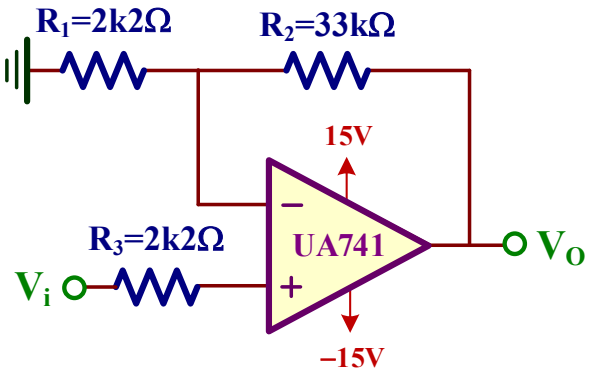

Figura IV.1. *Amplificador no-inversor.*
El objetivo de la práctica consiste en extraer parámetros y características experimentales del amplificador no-inversor basado en el UA741 mostrado en la figura IV.1.
Para realizar el montaje del circuito de la figura IV.1, en la figura IV.3 se indican gráficamente los diferentes pasos a seguir. El punto de partida es determinar los terminales del OA uA741 (figura IV.3.a). Esos terminales hay que conectarlos con los componentes del amplificador (figura IV.3.b) muy útil para finalmente realizar el montaje de ese circuito en el *breadboard* tal como se muestra en la figura IV.3.c. Es importante colocar correctamente el OA (determinar el punto de su encapsulado) y no hay que olvidar conectar los cables (**+Vcc** y **−Vcc**) que alimentan al OA, en nuestro caso ±15V, a través de los conectores **negro**, **rojo** y **verde** de la parte superior. Finalmente, se conectan los cables a los espadines de entrada (**Vi**) y salida (**Vo**) para aplicar los estímulos y conectar las sondas del osciloscopio.
***Figura IV.3**. Montaje del esquema de la figura IV.1: a) Terminales del OA uA741; b) Esquema del amplificador; c) Indicaciones de montaje del circuito en el breadboard.*